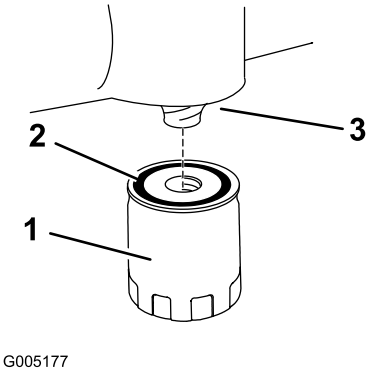

Figuur 35
13. Plaats het nieuwe oliefilter op de montagetussenstuk. Draai het oliefilter rechtsom totdat de rubberen pakking contact maakt met het tussenstuk. Draai het filter vervolgens nog eens een 2/3 tot 1/ slag (Figuur 35).